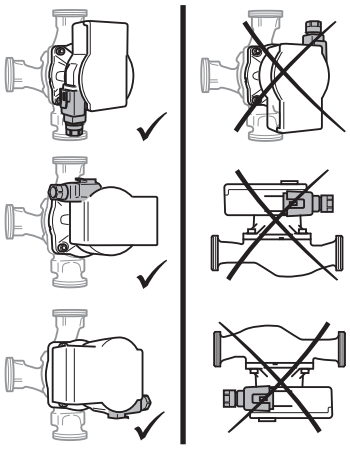

Fig. 2: Монтажные положения
- Место установки выбирать с учетом допустимого монтажного положения (Fig. 2).
- Учитывать допустимое монтажное положение (Fig. 2) насоса, при необходимости повернуть головку электродвигателя (2+6).
- Учитывать допустимое монтажное положение (Fig. 2) и стрелку на корпусе насоса (1), которая показывает направление потока.
- Затянуть 4 винта корпуса (5).